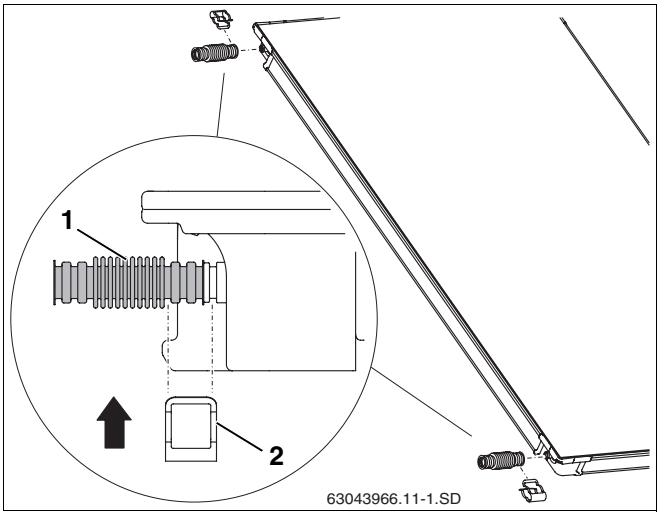

Abb. 48 Wellrohrverbinder am ersten Kollektor montieren
- Wellrohrverbinder (Abb. 48, **Pos. 1**) auf die linken Anschlüsse des ersten Kollektors schieben.
- Klammer (Abb. 48, **Pos. 2**) zur Sicherung des Anschlusses über Wellrohrverbinder und Kollektoranschluss schieben.